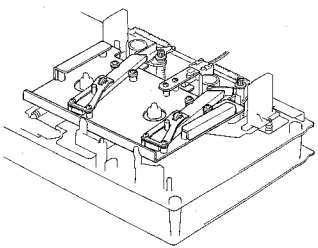

Fig. 4.9
Remove Head Mount Base Ass'y referring to item 2.30. Refer to Figs. 4.9 and 4.10.
(1) Supply Tape Guide Height Adjustment